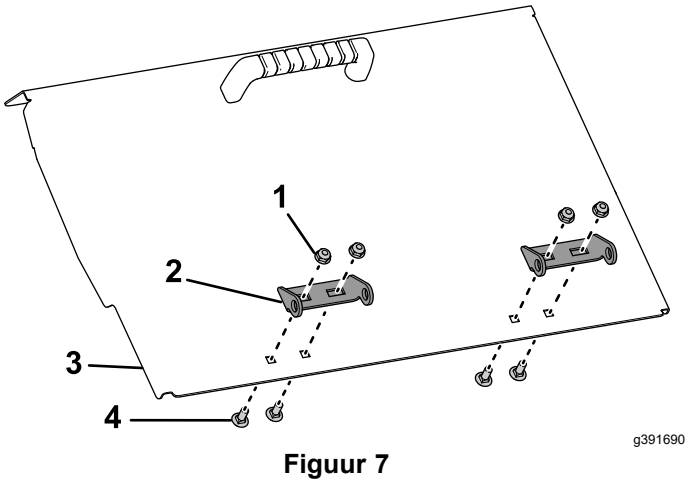

**Figuur 7**
6. Monteer het scharnier van de deur van de hopper met de meegeleverde slotbouten (¼" x ⅝") en borgmoeren (Figuur 7).